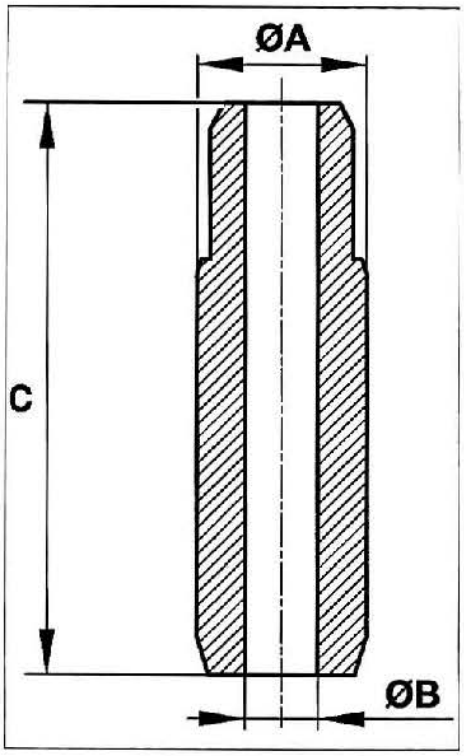

FIG. 3
Diámetro exterior (A) (mm) (fig. 3):